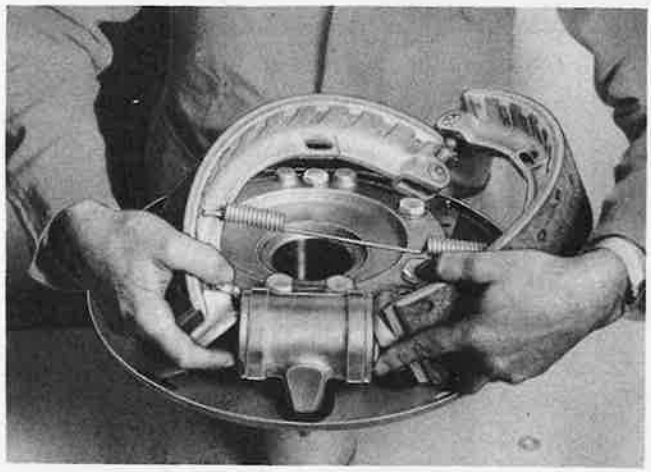

Figure 173—Installing Brake Shoes on Spider
(2) Install the anchor caps and brake shoes (figure 173) on the torque spider.